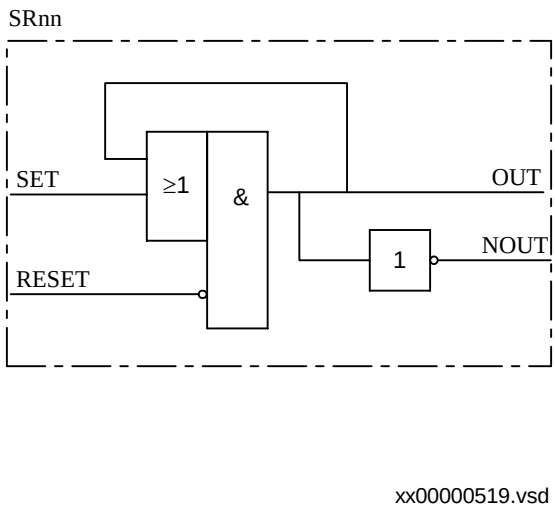

Figure 18: Function block diagram of the Set-Reset function
5.2.9 Set-Reset (SR)
The function block Set-Reset (SR) (figure 18) has two inputs, designated SRnn-SET and SRnn-RESET, where nn presents the serial number of the block. Each SR circuit has two outputs, SRnn-OUT and SRnn-NOUT (inverted). The output (OUT) is set to 1 if the input (SET) is set to 1 and if the input (RESET) is 0. If the reset input is set to 1, the output is unconditionally reset to 0.